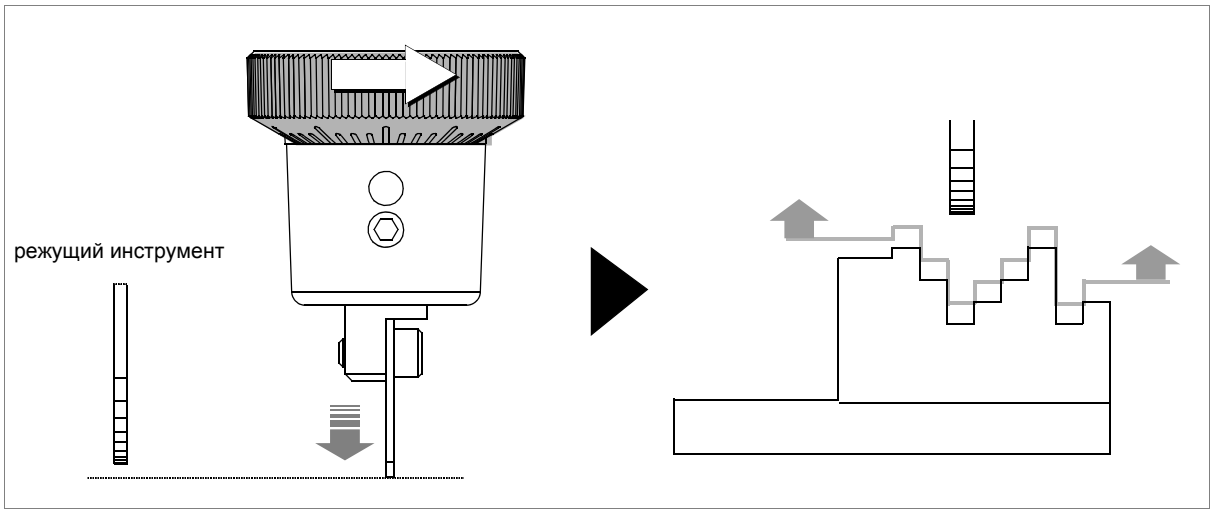

Рис. 20
- поворачивайте круговую гайку (N1) по часовой стрелке для перемещения копира (рис. 20).